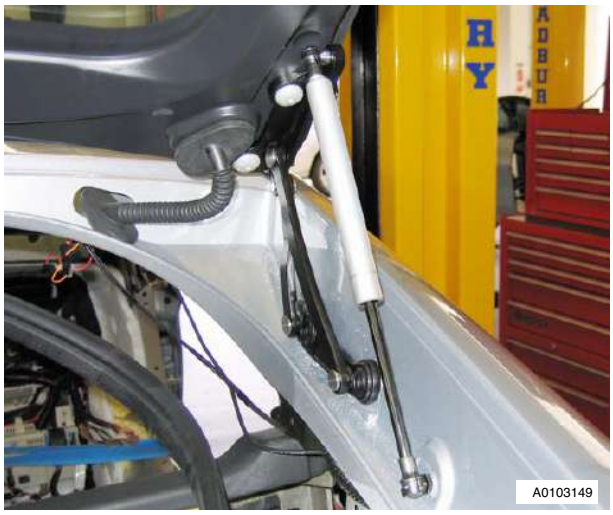

Figure 1
3. Repeat remove and installation procedure for opposite hinge (see Figure 1).